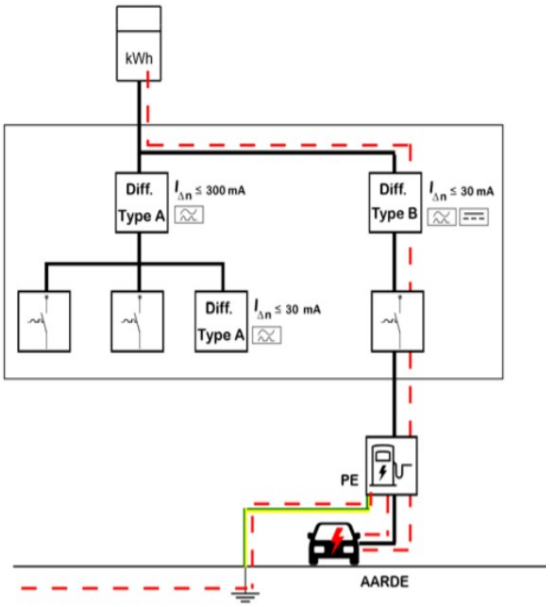

Figuur 30: Type B-differentieel parallel aan hoofddifferentieel
- Differentieelstroombeschermingsinrichting type B parallel plaatsen aan de algemene differentieelstroombeschermingsinrichting type A (zie figuur 30).